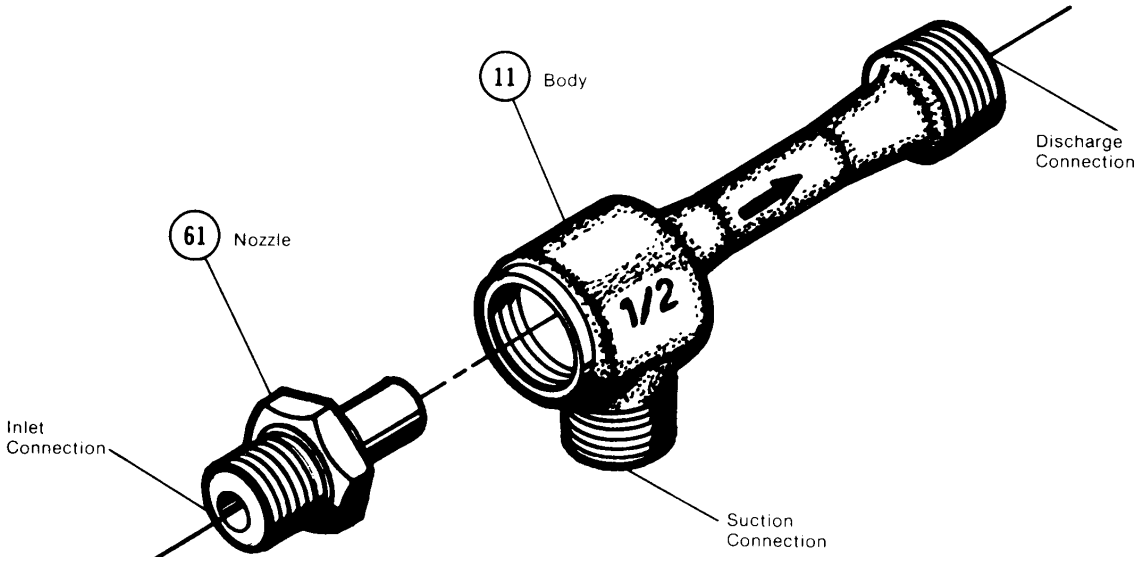

Figure 3
Check the exploded view Figure 3 for the location of operating, suction and discharge connections to insure correct hook up.
The jet pump Models GL and GH are made up of two parts (see Figure 3), a nozzle (61) and a body (11) which are held together by a straight right hand mechanical thread, closing the face seal between these parts.